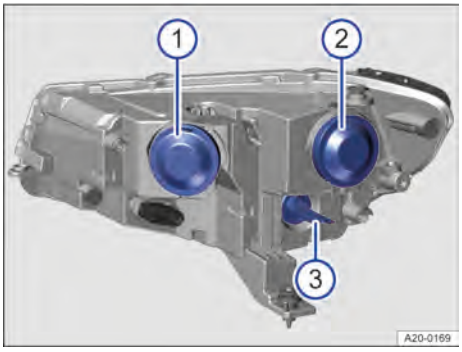

**Fig. 158** En el vano motor: tapas en la parte posterior del faro derecho.
3. Retire la tapa de goma → fig. 158 ① de la parte posterior del faro.
7. Coloque la tapa de goma → fig. 158 ① en la parte posterior del faro.
3. Retire la tapa de goma → fig. 158 ② de la parte posterior del faro.
7. Coloque la tapa de goma → fig. 158 ② en la parte posterior del faro.